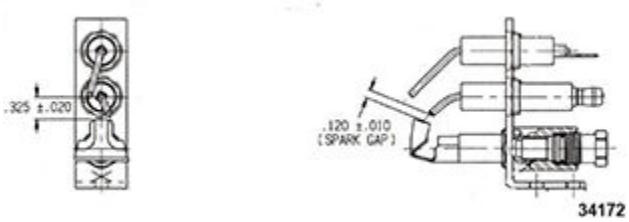

Fig. 130
- Spark gap between electrode and pilot burner head should be 0.120 in. +- 0.010 in (Fig. 130), approximately 1/8".